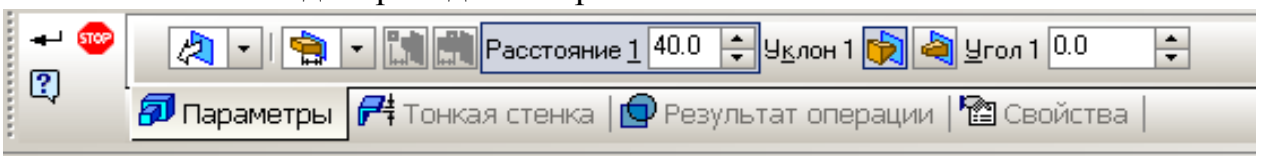

Рис. 10.11. Панель свойств операции **Выдавливание**.
2.8.2. Выберите операцию **Выдавливание** на расширенной панели команд инструментальной панели **Редактирование детали**. **Панель свойств** команды приведена на рис. 10.11.